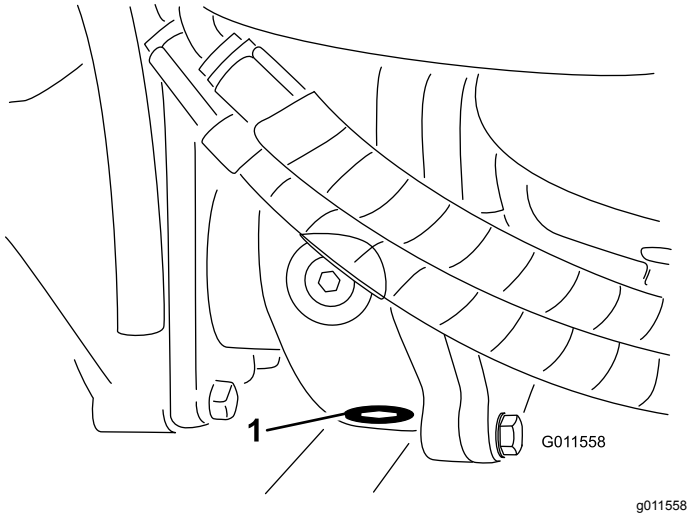

**Figuur 91**
5. Reinig de omgeving van de aftapplug aan de onderkant van de tandwielkast (Figuur 91).